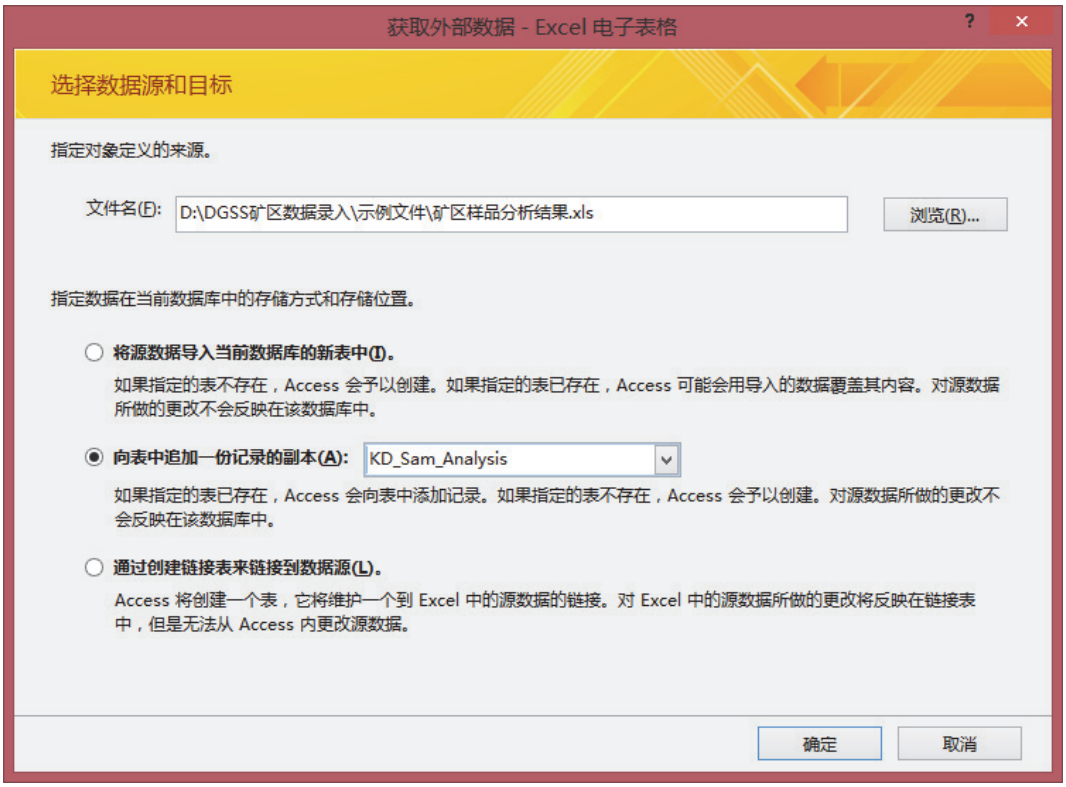

图 7-24
5.在获取外部数据对话框中，点击“浏览”按钮，指定“矿区样品分析结果. xls”文件的位置，在“向表中追加一份记录的副本”下拉框中选择“KD_Sam_Analysis”，然后点击确定（见图 7-24）；